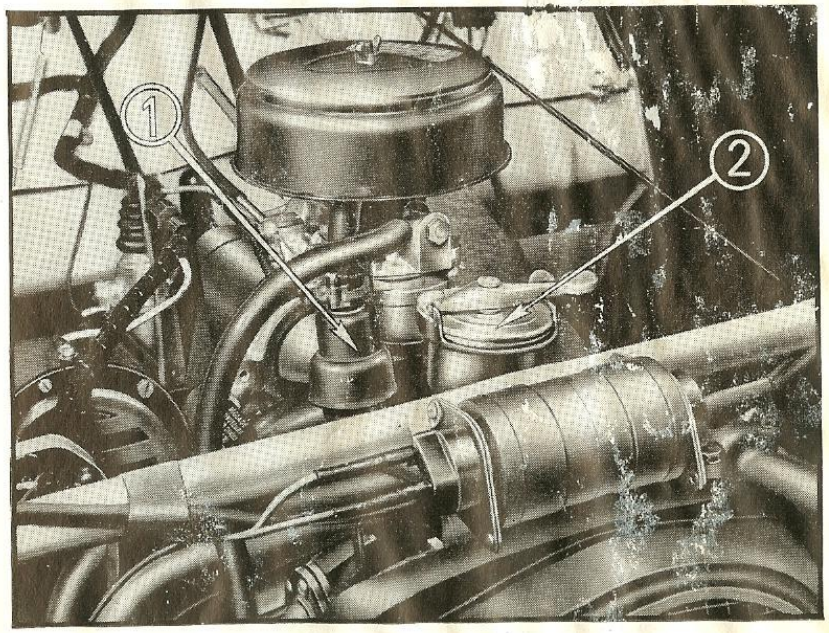

Afb. 16. — CARTERVENTIEL (gezien ¾ rechts voor).
b) Het carterventiel (fig. 16 blz. 27 door een *Citroën-Agent* laten nazien.